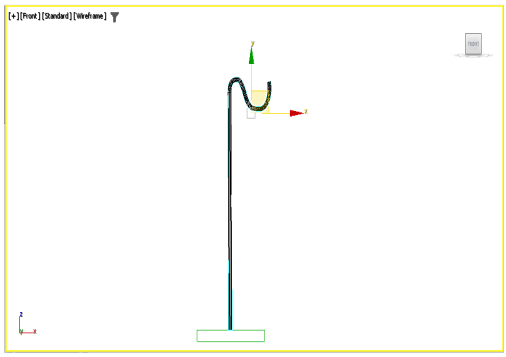

Figure 5-27 *The thickness added to pillar*
7. Make sure the **Radial** radio button is selected and set the value **0.15** in the **Thickness** spinner; the thickness is added to *pillar*, as shown in Figure 5-27.